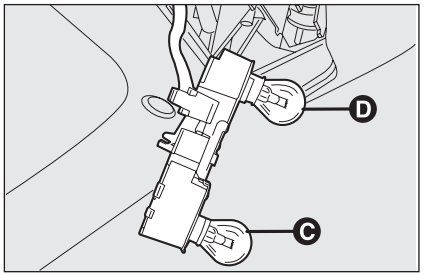

fig. 37 A0E0294m
- ❒ quite y sustituya la lámpara que se desea cambiar empujándola ligeramente y girándola hacia la izquierda **fig. 37**:
- ❒ quite y sustituya la lámpara que se desea cambiar, empujándola ligeramente y girándola hacia la izquierda **fig. 37**;